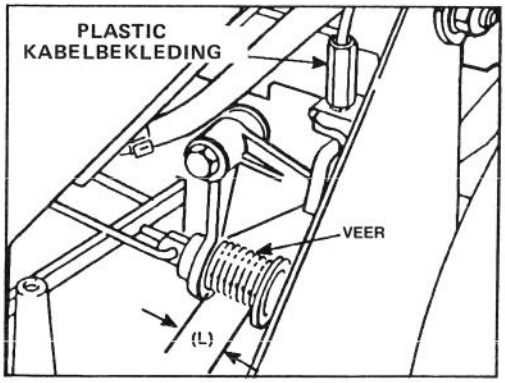

Afbeelding 26
hendel tegen maaierhendel aan nu de veerlengte (L) meten, zie afb. 26.
5. De plastic kabelbekleding (Afb. 26) afstellen door deze naar links te draaien tot de veerlengte iets meer dan 2,5 cm bedraagt (zie opmerking hieronder).